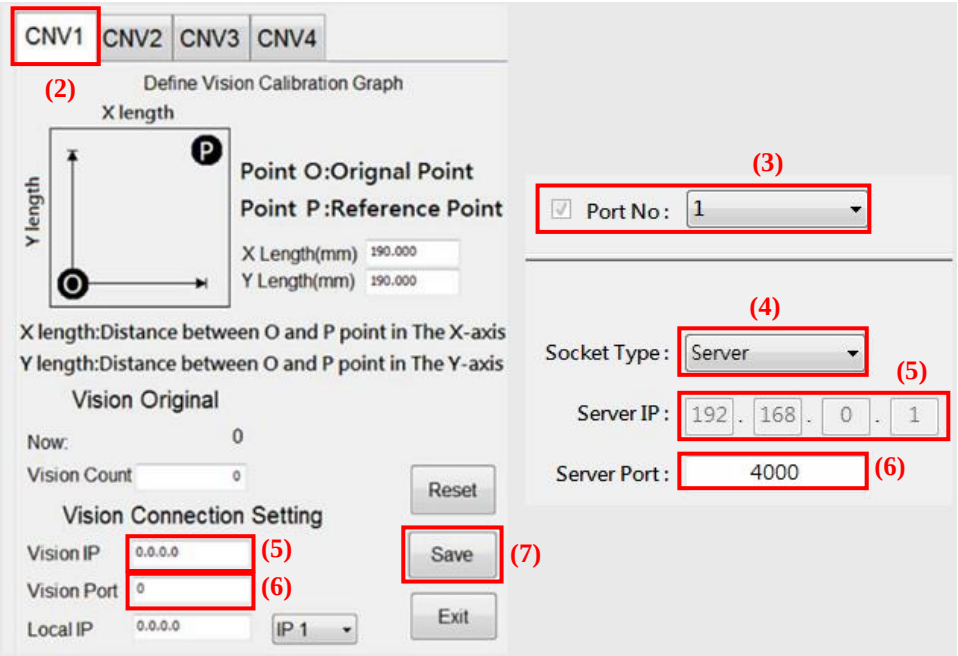

Figure 10-4 Send communication port interface setting (left: robot arm, right: vision system)
(1). As shown in Figure 10-4, in the robot system software, click "Main Menu > Track > Vision Setting" (left side).